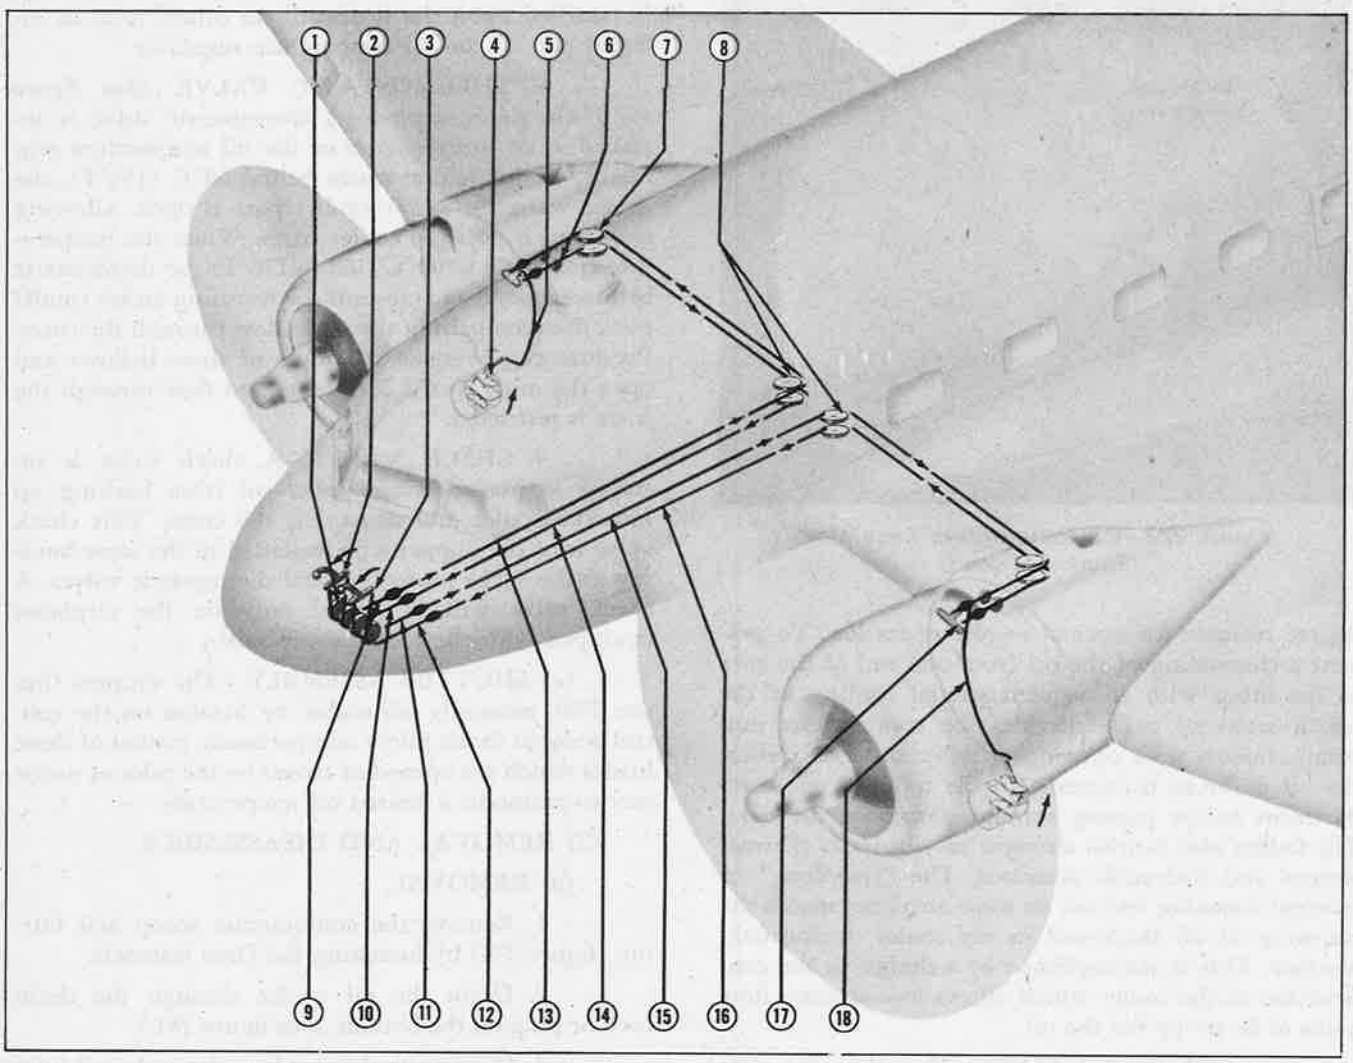

Figure 278—Oil Temperature Regulator Shutter Controls
(c) SHUTTER ASSEMBLY.—The shutters (figure 278), manually adjustable by handles on the control pedestal in the pilots' compartment, consist of three blades which are opened or closed by the pilot as necessary to maintain a desired oil temperature.
(4) ASSEMBLY AND INSTALLATION.—Reverse the procedure described in removal and disassembly, taking particular care not to damage the cooler.
f. OIL COOLER SHUTTER CONTROLS.—Installed on C-47A and early C-47B airplanes only. (See figure 278.)
(1) DESCRIPTION.—Each cooler has a set of shutter controls consisting of a flexible rod or Arens control, connecting the shutters to the bell crank on the aft side of the fire wall, and cables extending from the bell cranks to the right- and left-hand control levers in the pilots' compartment. Each set of control levers has notched washers which hold the controls in any "SET" position. The controls, located on the left top side of the control pedestal are identified by the marking "O"
(See figure 278.)